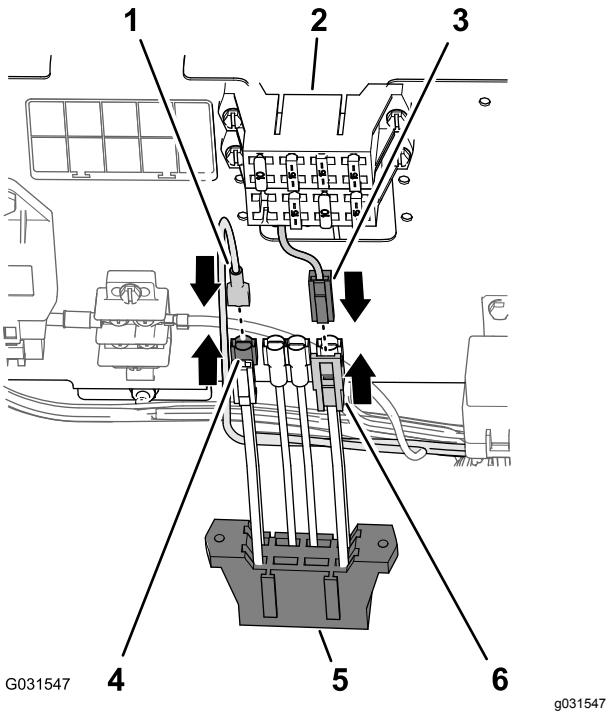

Figur 204
1. Koble til bladkontakten for ledningssatsen på finishingsettet til sokkelkontakten på den ekstra sikringsblokken (Figur 204).
2. Koble kontakten med 2 pinner for de ekstra mateledningene på sikringsblokken for maskinen til kontakten med 2 sokler for mateledningene på den ekstra sikringsblokken (Figur 204).